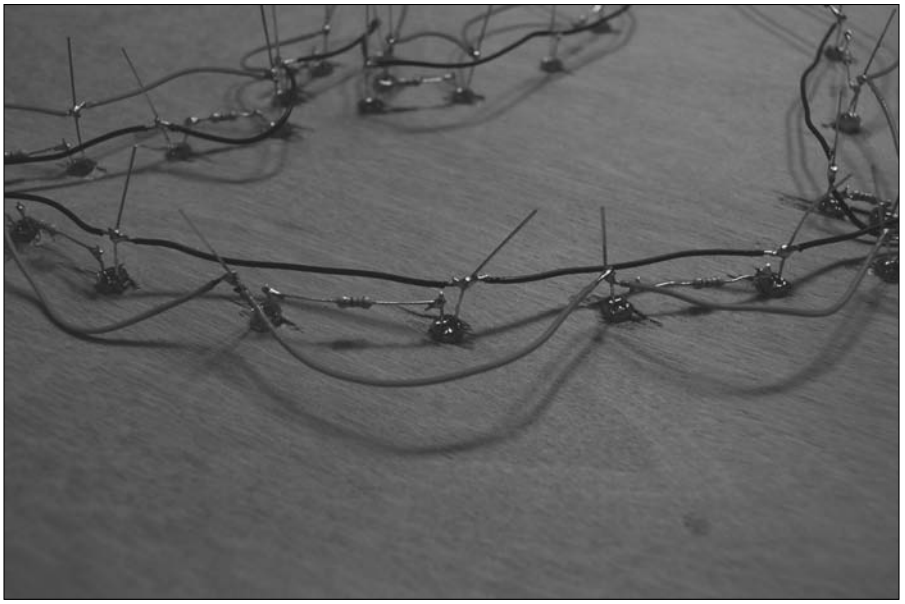

Figure 10-21: A close-up of red wires connecting long leads of LEDs.
12. **Solder the red wires to the leads, as shown in Figure 10-21.**